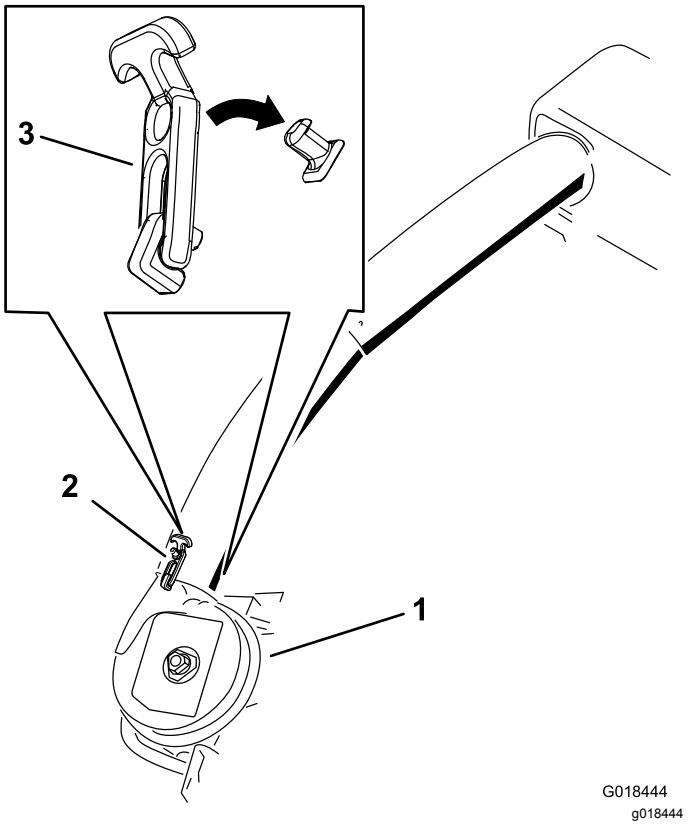

Bild 28
6. Befestigen Sie das untere Rohr mit beiden Riegeln am Gebläse (Bild 28).
21. Befestigen Sie das untere Rohr mit beiden Riegeln am Gebläse (Bild 28).